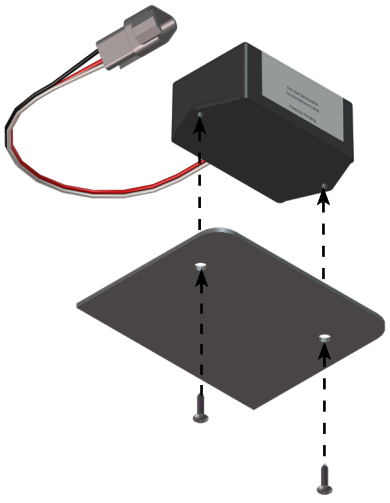

Fig.12
2. Attach the rear sensor to the mounting plate using two #12 x 1" hex head self-tapping screws **(Fig.12)**.